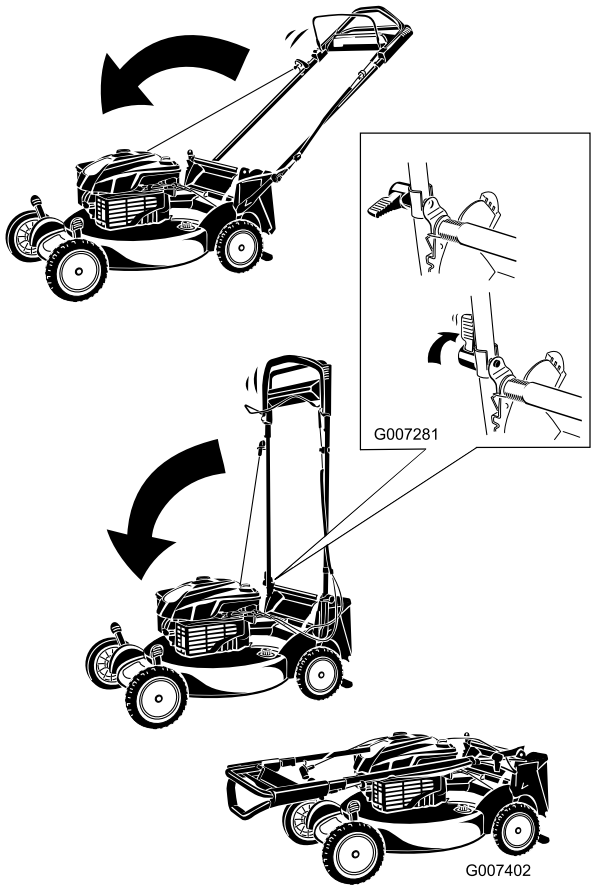

Figur 44
1. För handtaget framåt (Figur 44).